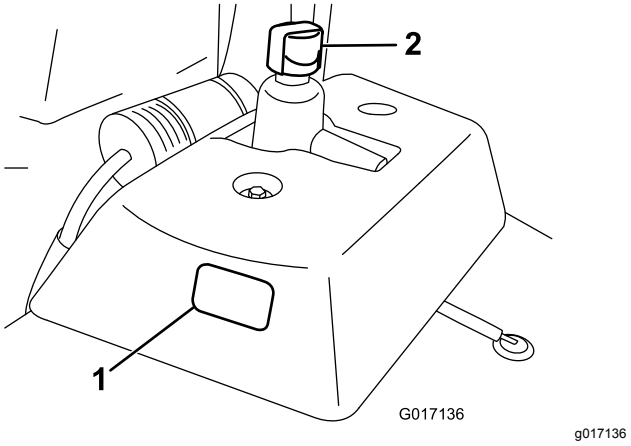

Figur 22
2. Kontrollér oliestanden ved at aflæse sigtglasset på siden af hjælpeolietanken (Figur 22).